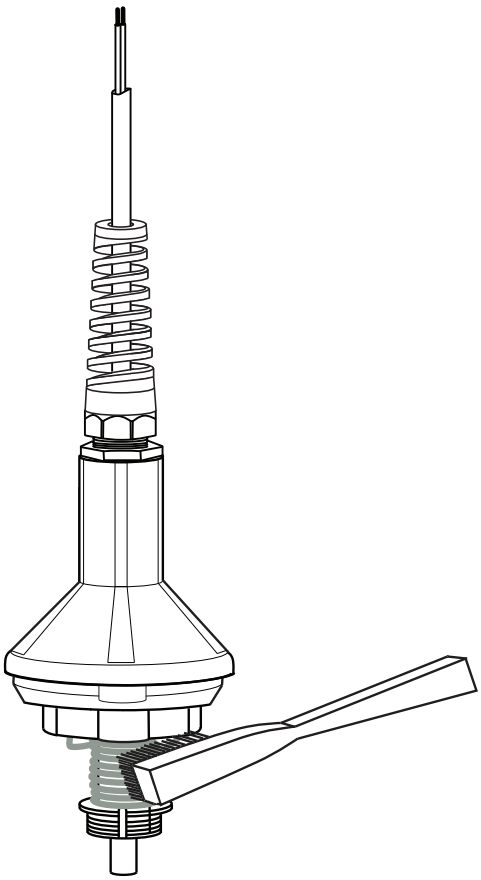

FIGURE 8-3. Using a toothbrush to clean probe
5. To clean, immerse the top part of the sensor in distilled white vinegar (3% acetic acid) for about 30 min. If vinegar is unavailable, use a soft toothbrush, automatic dishwasher detergent, and clean water to clean the cathode, anode, and plastic. Rinse all components thoroughly with clean water after cleaning (see FIGURE 8-3).